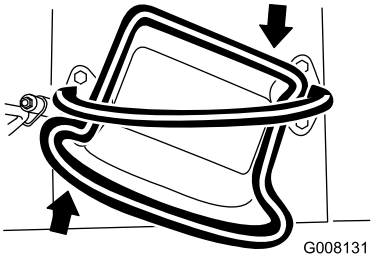

**Rysunek 10**
- Aby skręcić w prawo, obróć dźwignię sterowania zespołem jezdnym zgodnie z kierunkiem wskazówek zegara (Rysunek 10).